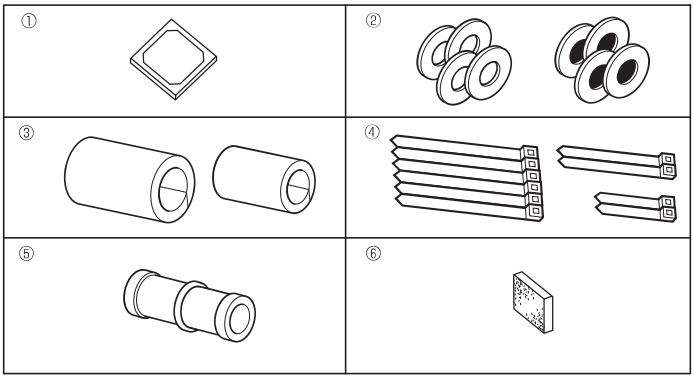

Fig. 4-1
4.1. Kontrollér tilbehørsdelene til indendørsenheden (Fig. 4-1)